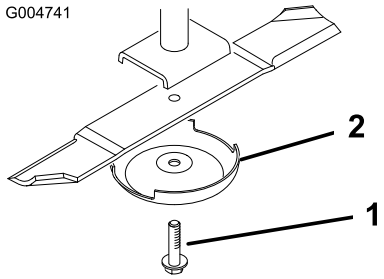

Figur 82
2. Fatta tag i knivens ände med en trasa eller en tjockt vadderad handske. Ta bort knivbulten, antiskalbehållaren och kniven från spindelaxeln (Figur 82).